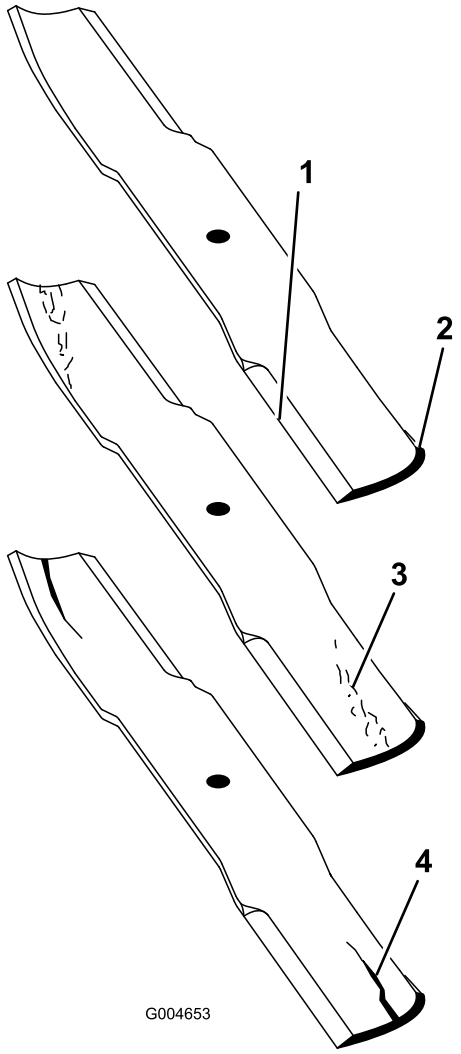

Figuur 71
1. Controleer de snijranden (Figuur 71). Als de snijranden niet scherp zijn of inkepingen vertonen, moet u de messen verwijderen en deze slijpen. Zie Maaimessen slijpen.
2. Controleer de messen, met name het gebogen deel (Figuur 71). Als u beschadiging, slijtage of groefvorming in dit deel constateert (Figuur 71), moet u het mes direct vervangen.